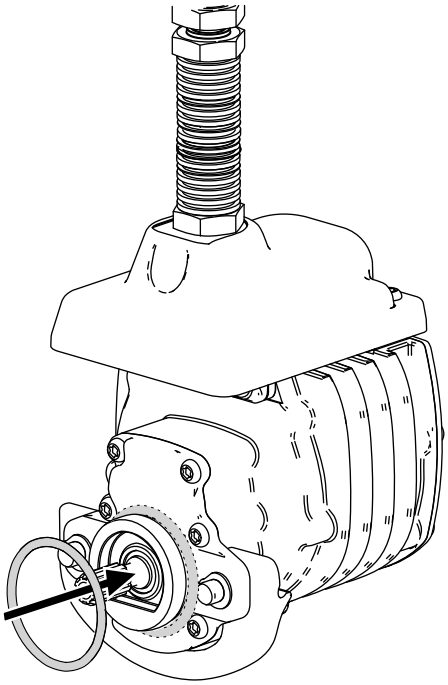

Figura 8
3. Instale una junta tórica en cada motor del molinete, tal y como se muestra en la Figura 8.